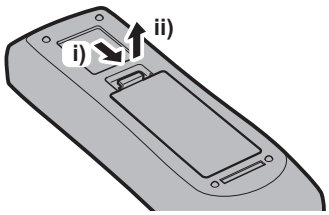

Abb. 1
**1) Öffnen Sie den Deckel. (Abb. 1)**